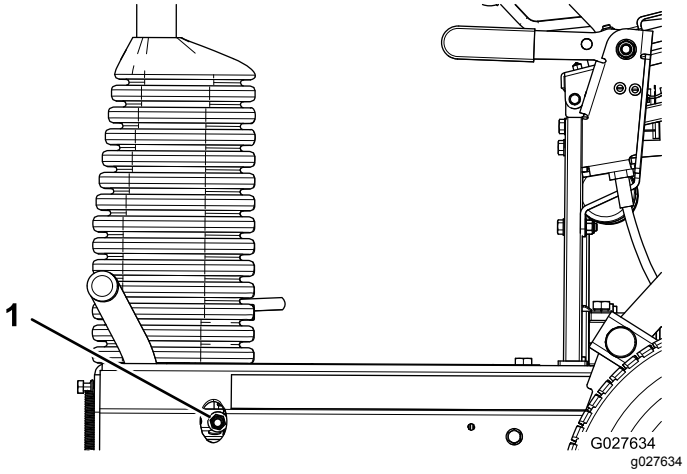

Figur 38
- Tilspænd bremsens låsemøtrik for at øge bremsekraften (Figur 38).
- Løsn bremsens låsemøtrik for at mindske bremsekraften (Figur 38).